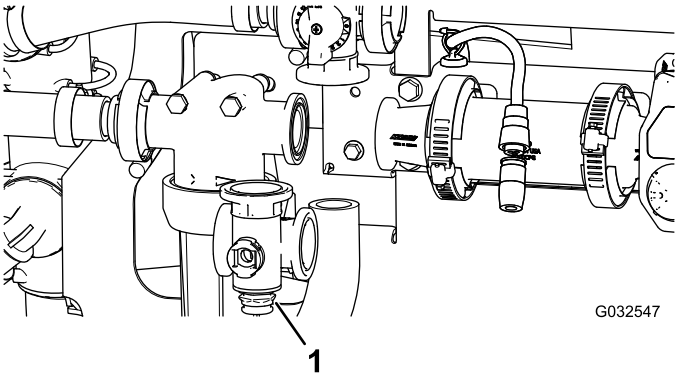

Figuur 107
2. Verwijder de mengklepverdeler van de machine (Figuur 107).